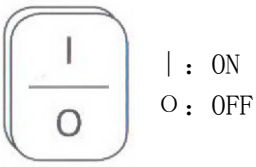
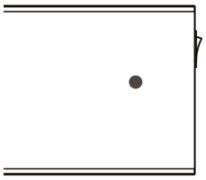

afbeelding 4
afbeelding 5
1. Sluit het apparaat aan en druk op de schakelaar in de **positie I** (zie afbeelding 4). Het apparaat laat een pieptoon weerklinken en de verwarming start in stand-bymodus. Op dit tijdstip knippert de led met de laagste vermogensinstelling om aan te geven dat het apparaat ingeschakeld is in stand-by (afbeelding 5).